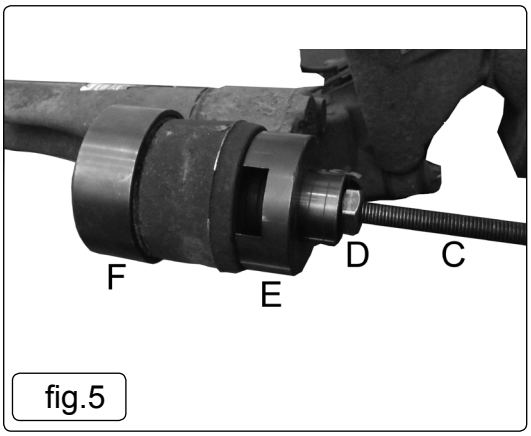

fig.5
4.4.6. Continue to turn the nut to install the bush, when the bush reaches the housing, resistance will be felt and the bush is fully installed. (Fig.5)